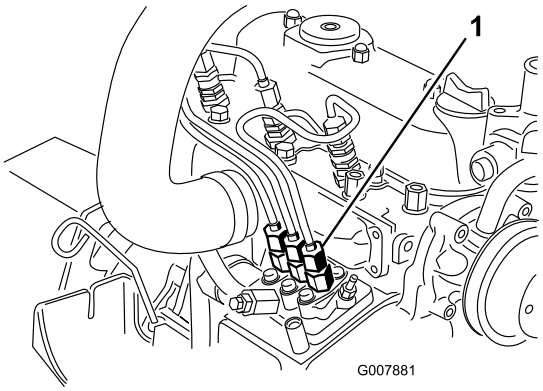

Figur 44
1. Lägg en trasa under röranslutningen från insprutningspumpen till det första insprutarmunstycket så som visas i Figur 44.